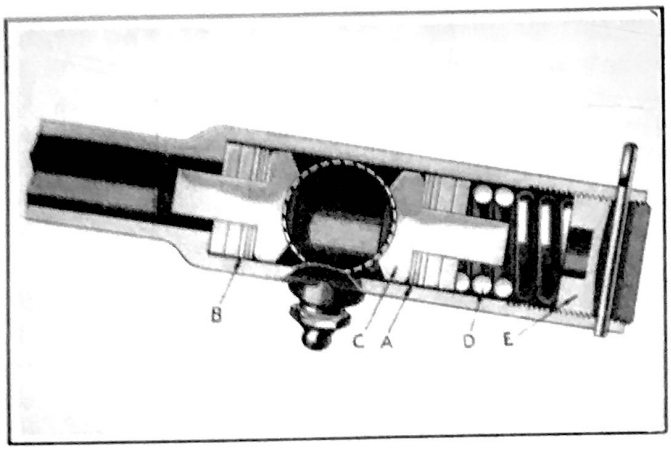

Figure 350 - Drag Link Rear End Showing Shim Adjustment
2. Remove cotter pin and rear plug (E).
3. Remove spring (d), Fig. 350, shim pack (A), ball seat (C) and remove Pitman arm ball from drag link.
4. If steering wheel spoke (see Setting Front Wheels in Straight Ahead Position) is more than 2" (measured on the rim of steering wheel) to the left of horizontal, remove the front ball seat and add part of the shims from the front pack (B) to the rear pack (A) and replace the front ball seat (C).